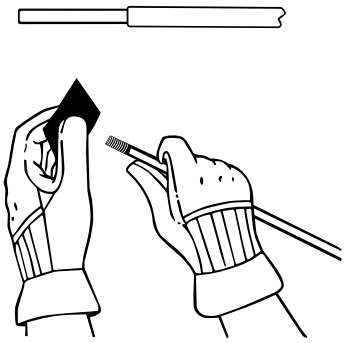

Fig. 1
2. Use la tela de lija proporcionada para dar aspereza a la superficie del extremo del núcleo de fibra de vidrio (Fig. 1). No quite grandes cantidades de material durante el lijado.